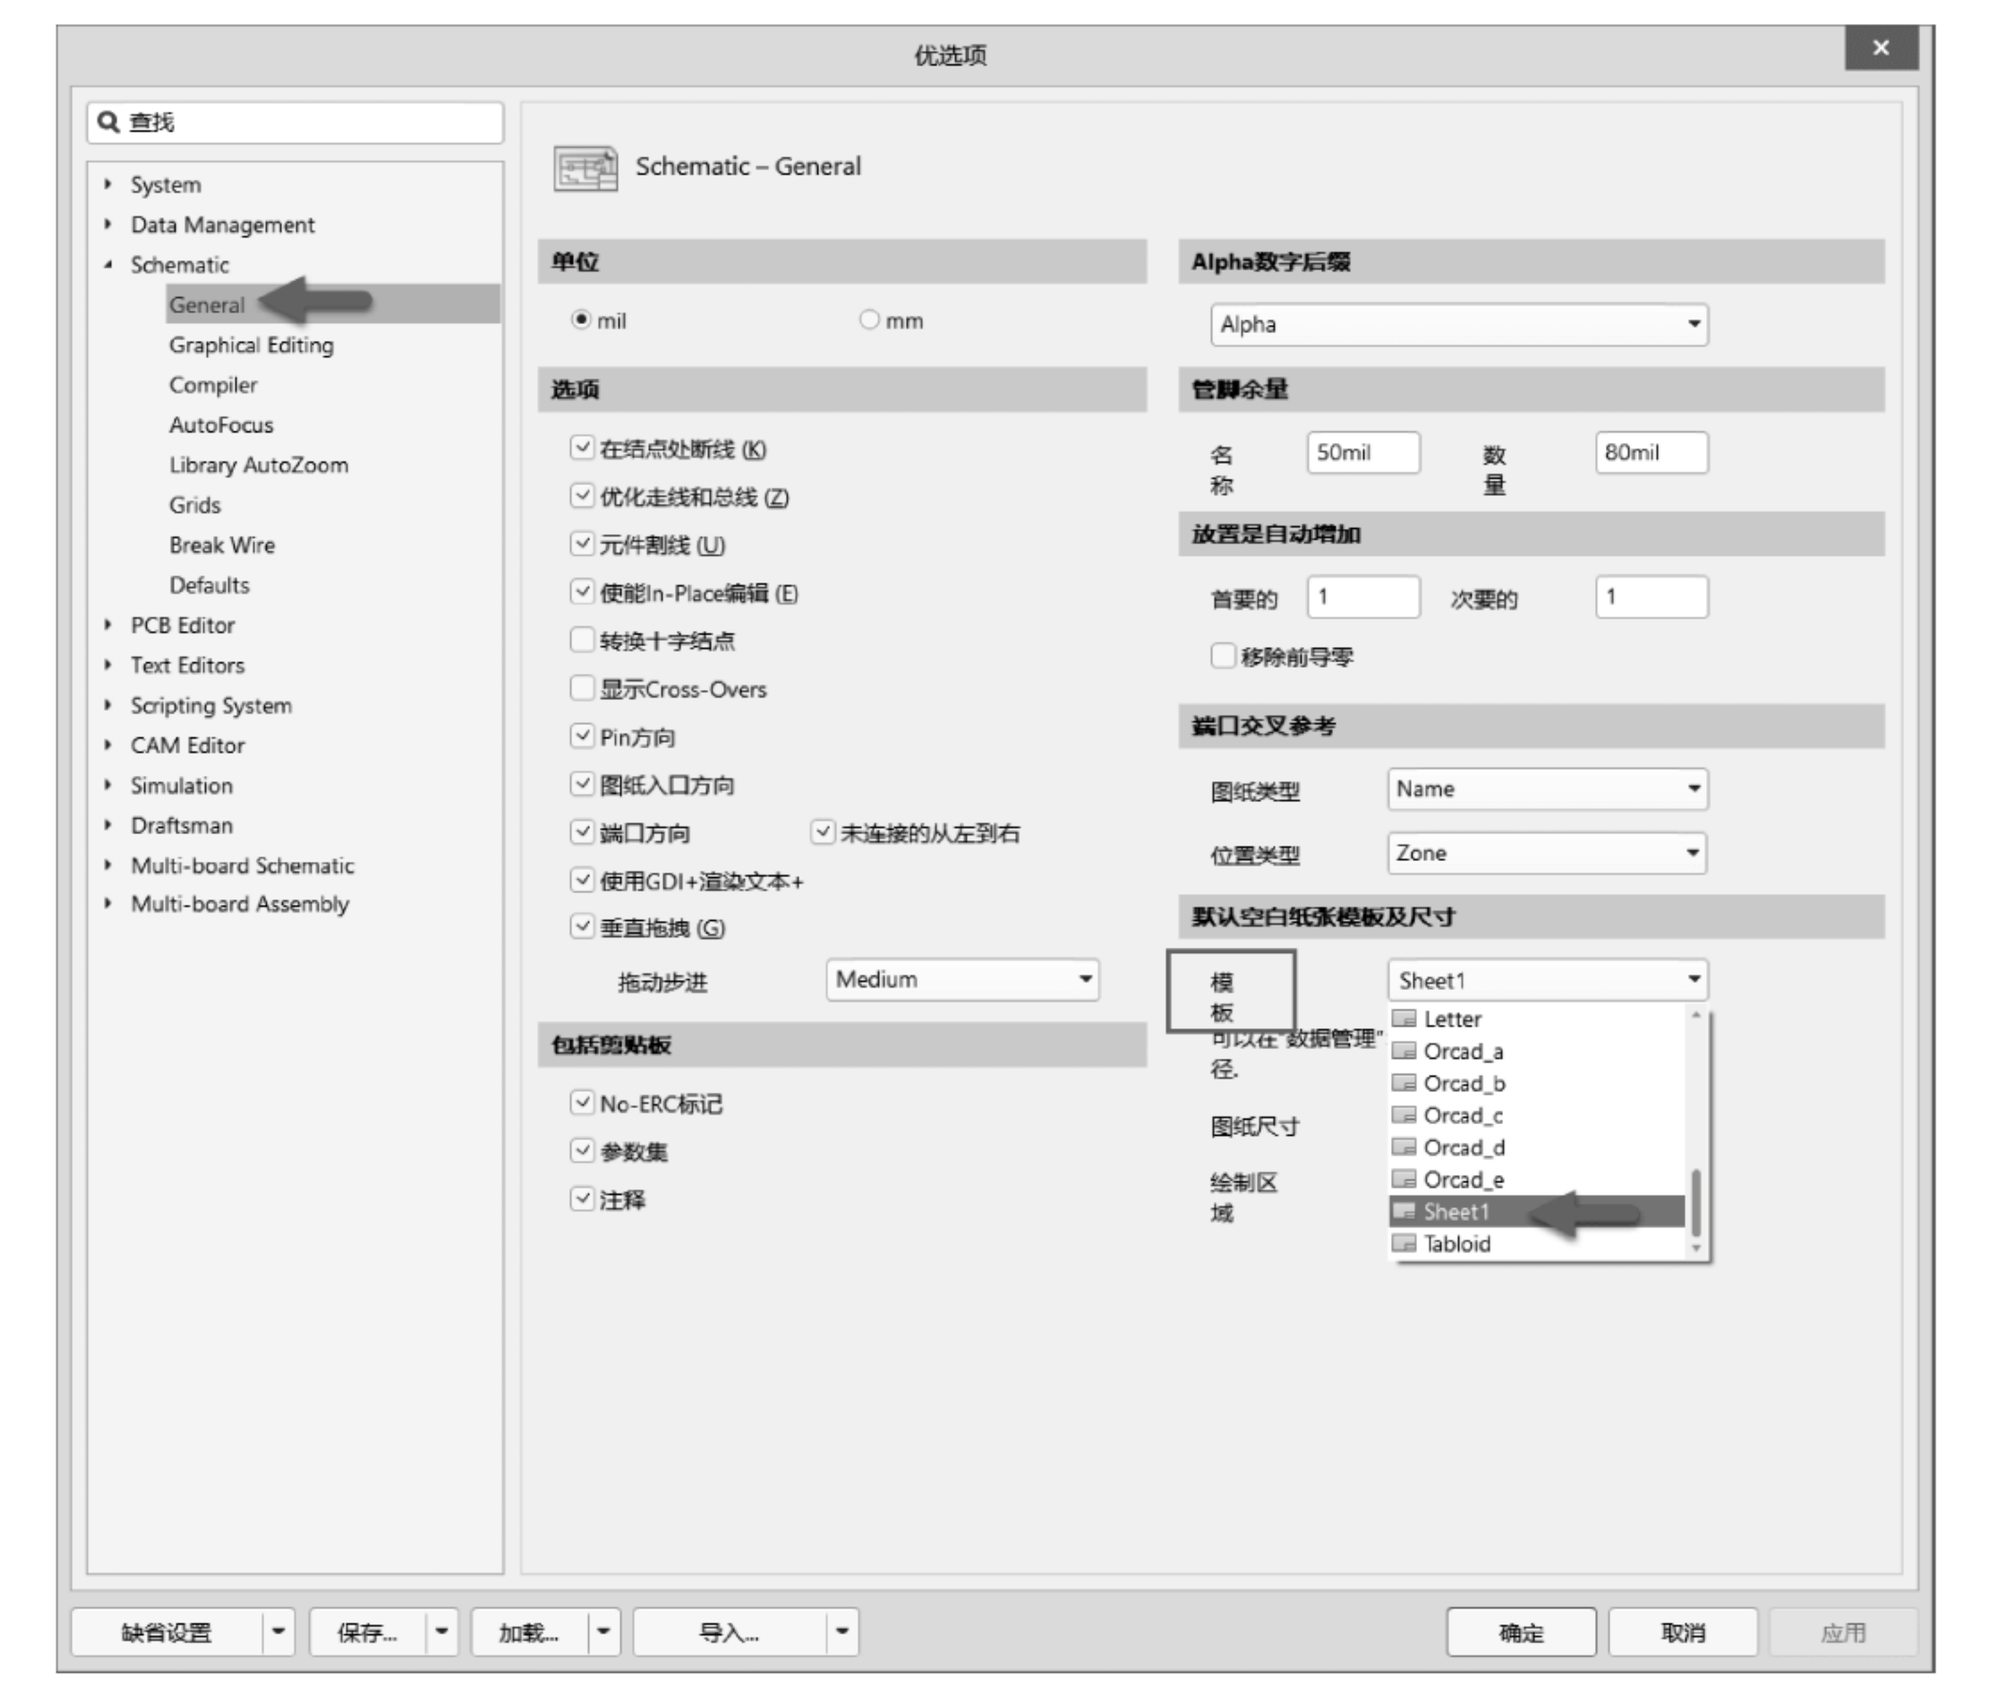

图 1-75　选择默认空白纸张模板
(1) 有了前面创建好的原理图模板后，如果想调用此模板，需打开“优选项”对话框，在 Schematic-General 页面中的“默认空白纸张模板及尺寸”选项组中单击“模板”下拉列表框，从中选择之前创建好的模板，如图 1-75 所示。设置好之后，下次新建原理图文件时软件就会调用自己建立的文档模板了(**注意**：要先设置好模板再新建原理图，系统才会调用自己建立的模板文件，否则都是软件默认的原理图模板)。